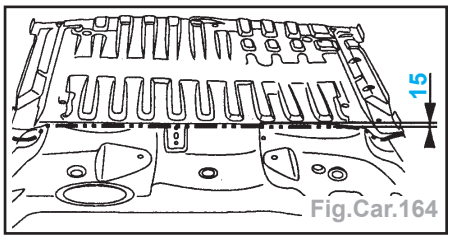

Fig.Car.164
- Tracer puis découper le plancher à l'aide d'une meule épaisseur 1 mm (coupe définitive) (Fig.Car.164).